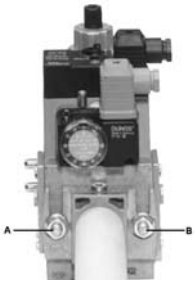
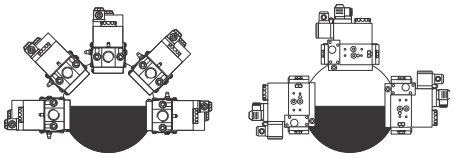

Fig. 6
Fig. 9
3. tighten screws A, B, C and D (Fig. 6 - Fig. 7), accordind to the mounting positions (Fig. 9);